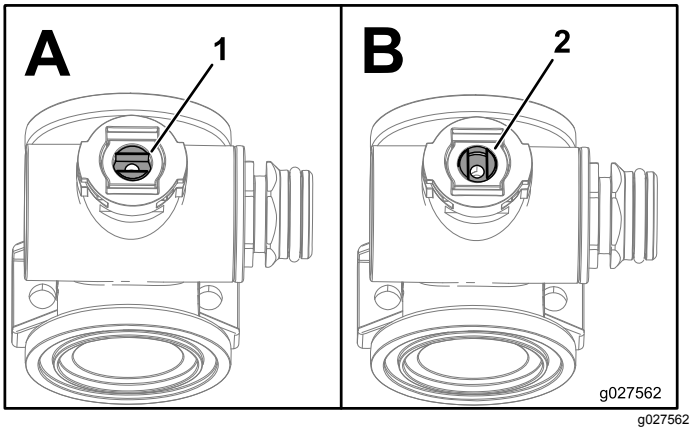

Figur 111
1. Placer ventilspindelen, så den er i lukket position (Figur 111 B).
3. Drej ventilspindelen, så kuglen er i positionen OPEN (Åben) (Figur 111 A).
7. Drej ventilspindelenheden, så ventilen er lukket (Figur 111).